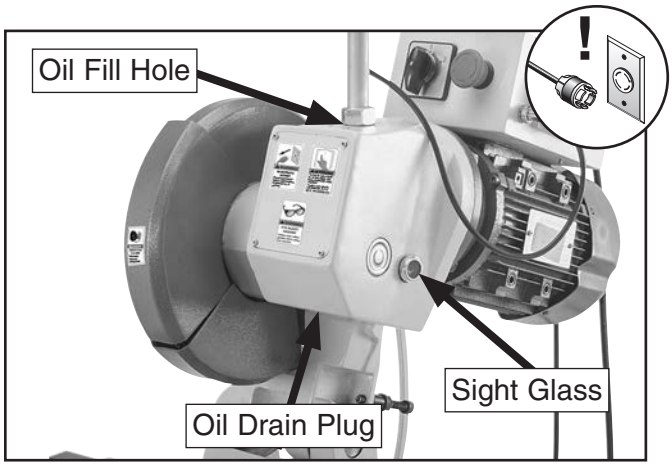

Figure 39. Oil fill and drain plug locations.
3. Place oil drain pan beneath saw gearbox, and remove oil drain plug, located on bottom side of gearbox (see **Figure 39**).